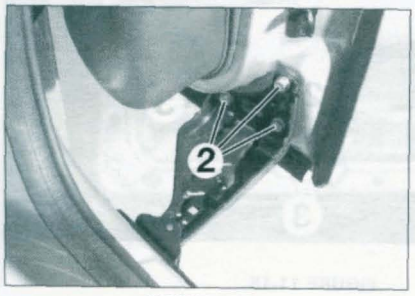

FIGURE 11-11
• Déposer les 3 vis de fixation (2) du guide inférieur de la porte **(figure 11-11)**.